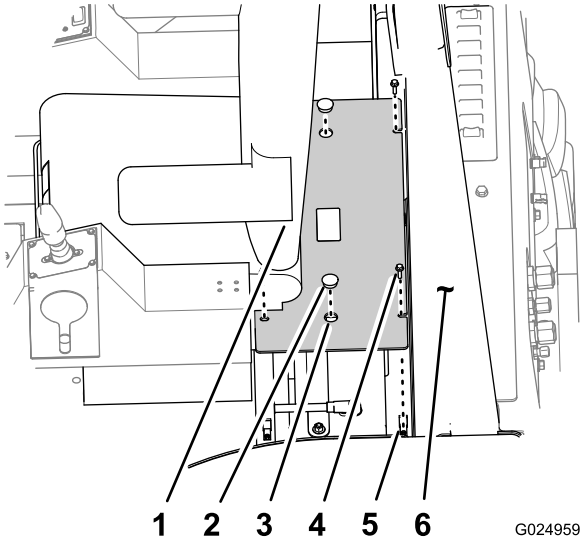

Figure 76
3. Remove the 4 bolts that secures the battery cover to the ROPS platform (Figure 76).
1. Align the holes in the mounting flanges for the battery cover with the plate nuts in the ROPS platform around the battery (Figure 76).
2. Secure the battery cover to the ROPS platform with the 4 bolts (Figure 76).